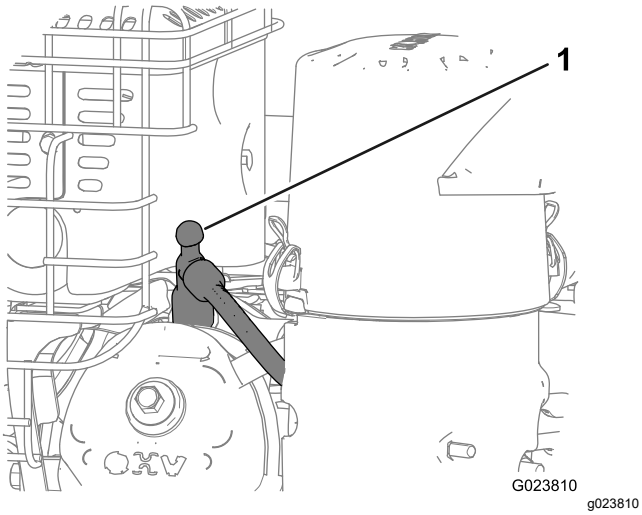

Figure 22
3. Débranchez et éloignez le fil de la bougie pour éviter tout risque de démarrage accidentel (Figure 22).